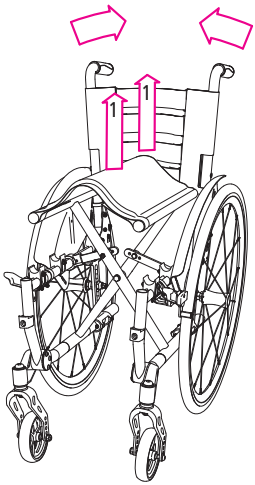

afb. 29
4. Trek vervolgens de zitting in het midden omhoog (1, afb. 29). De rolstoel klapt dan vanzelf in.